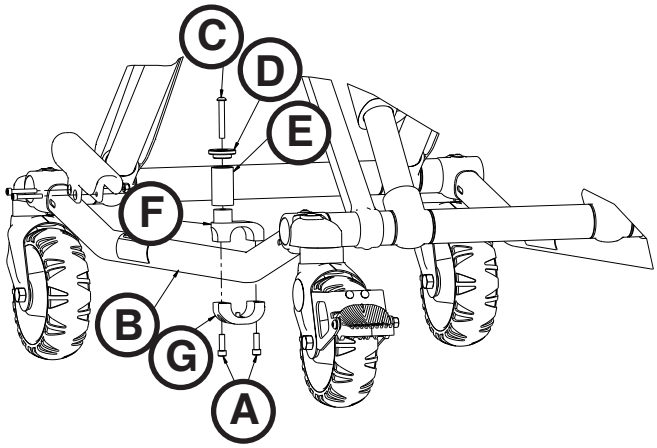

Afbeelding 72
3. Verwijder met een T30 Torx-schroevendraaier de twee bolkopbouten (A) waarmee de huidige opsluitstander van de brancard aan de onderstelbuis (B) is bevestigd (Afbeelding 72). Werp de bouten en de opsluitstander weg.
4. Steek de bolkopbout (C) door de dop van de opsluitstander (D) en de opsluitstanderbuis (E) en vervolgens in de bovenste penbeugel (F) (Afbeelding 72).
5. Draai met een 5/32-inch inbussleutel de bolkopbout (C) geheel vast om de dop van de opsluitstander (D) en de opsluitstanderbuis (E) te bevestigen aan de bovenste penbeugel (F) (Afbeelding 72). Draai de bout met een momentsleutel vast tot een aanhaalmoment van 100 – 140 in-lb (11,3 – 15,8 Nm).
6. Monteer de opsluitstander van de brancard op de onderstelbuis. Lijn de gaten van de beugels uit en steek de twee bolkopbouten (A) in de draadgaten van de onderste penbeugel (G) (Afbeelding 72).